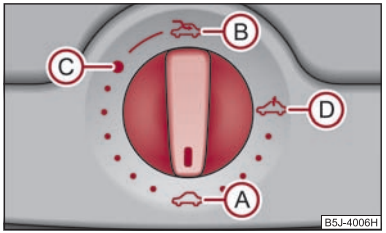

Fig. 34 Conmutador giratorio para el techo corredizo/elevable eléctrico
El techo corredizo/elevable se maneja con el conmutador giratorio ⇒ fig. 34 y sólo funciona estando conectado el encendido. El conmutador giratorio tiene varias posiciones.
– Gire el conmutador a la posición (C) ⇒ fig. 34.
– Gire el conmutador a la posición (A) ⇒ página 46, fig. 34.
El techo corredizo/elevable está equipado con un limitador de fuerzas. El techo corredizo/elevable se detiene y retrocede algunos centímetros en caso de que un obstáculo (p. ej., hielo) no lo deje cerrar. Puede cerrar por completo el techo corredizo/elevable sin limitación de fuerza, pulsando el interruptor en la posición (A) ⇒ página 46, fig. 34 delantera hasta que el techo corredizo/elevable esté completamente cerrado ⇒ ⚠.
giratorio en la posición Ⓐ ⇒ página 46, fig. 34 y presionar hacia delante durante unos 10 segundos. ■